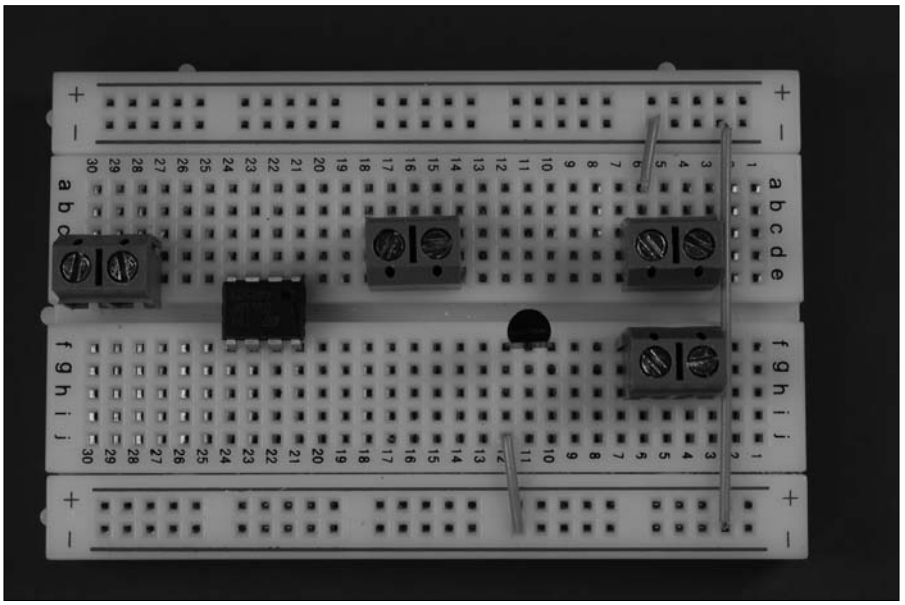

Figure 12-6: Connect components to ground bus; then connect the two ground buses.
2. **Insert wires to connect the battery terminal block and the transistor emitter pin to the ground bus. Then insert a wire between the two ground buses to connect them, as shown in Figure 12-6.**